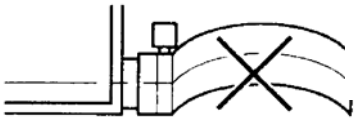

Abb. 4
- Biegen Sie den Ablaufschlauch des Innengerätes keineswegs (siehe Abb. 4).